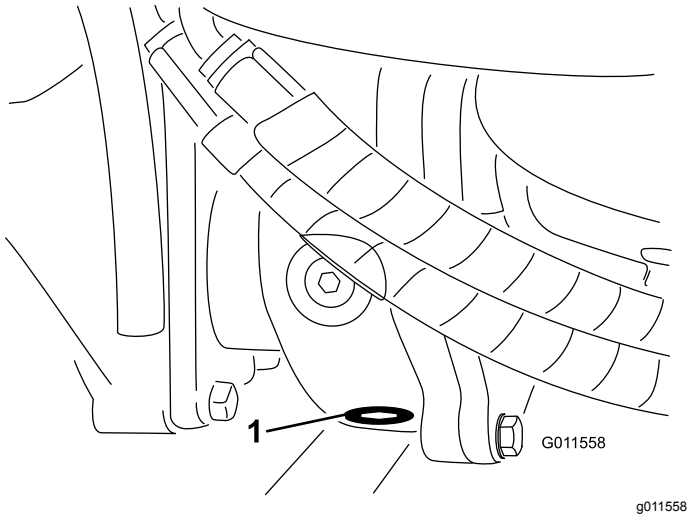

Figur 72
5. Rengjør området rundt tappepluggen på undersiden av girkassen (Figur 72).